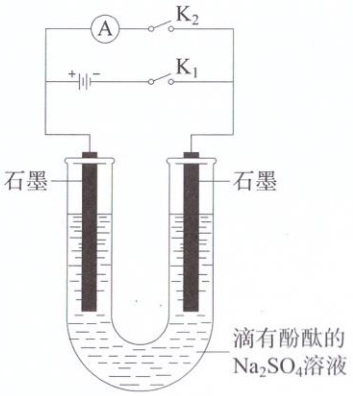

图4-30 电解水及形成燃料电池示意图
2. 把铁制镀件与2~3 V的直流电源的负极相连，铜片与直流电源的正极相连（如图4-30）。将两极平行浸入电镀液中，两极间距约5 cm，5~10 min后取出，观察镀件表面发生的变化。